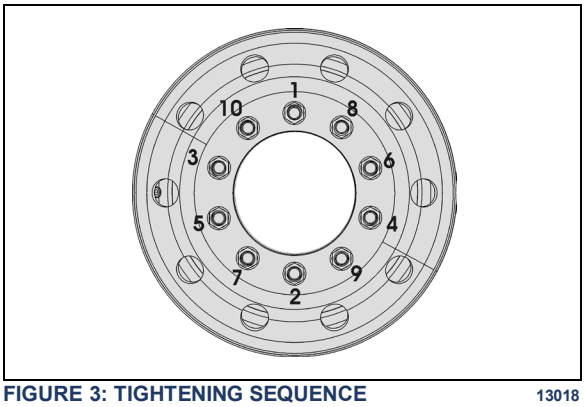

FIGURE 3: TIGHTENING SEQUENCE 13018
It is also important that wheel stud nuts be tightened alternately on opposite sides of the wheel. Refer to Figure 3 for the suggested tightening sequence.
Tighten stud nuts progressively as shown in Figure 3. The final tightening should be done with a torque wrench.
2. Screw in the hex stud nuts (refer to Figure 3 for sequence) so that wheel will position itself concentrically with hub. This is important, otherwise wheel may be eccentric with hub and will not run straight. In this initial step, slightly tighten the nuts to correctly position the wheel;
3. Tighten stud nuts progressively as shown in Figure 3. The final tightening should be done with a torque wrench.
With inner and outer wheels installed, tighten the stud nuts progressively as shown in Figure 3. The final tightening should be done with a torque wrench.
Repeat for each of the 10 *"hex stud nuts"* according to the tightening sequence in FIGURE 3.
Using a calibrated torque wrench, tighten wheel nuts. Do not use power tools or long bars for tightening. Tighten wheel nuts alternately as shown in FIGURE 3.